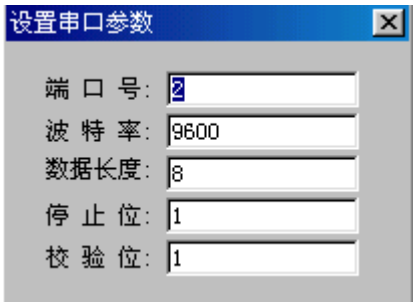

图 7.7.4 参数设置子菜单
(2) ALT+C，弹出如图 7.7.4 所示参数设置子菜单；